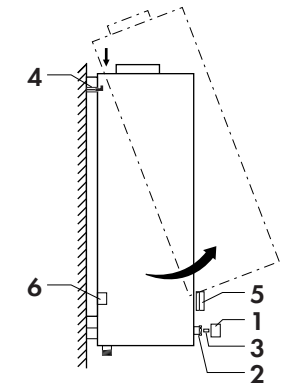

Рис. 12: Снятие облицовки аппарата
- Высвободите облицовку в направлении на себя из нижних направляющих и снимите её вверх, сняв с держателей (**4**), как показано на рис. 12.